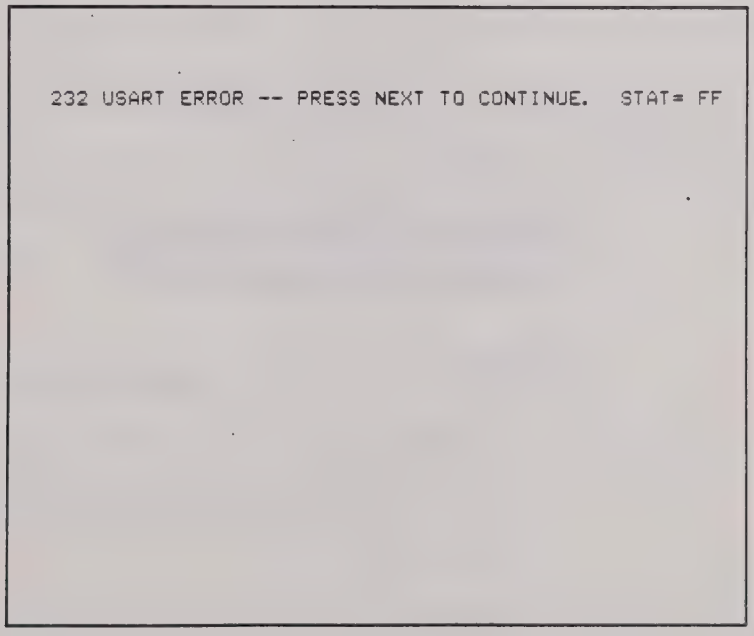

Figure 10-117. USART Error Messages.
5. USART: see Figure 10-117
The status of the communication I/O USART is checked for failures. USART failures may cause incorrect operation of the unit. See Figure 10-117 for USART error messages.